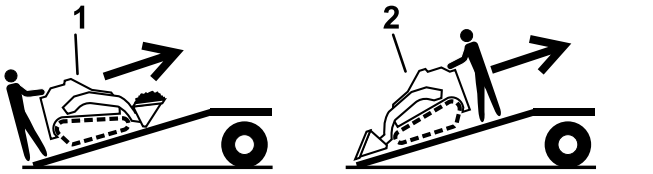

Rysunek 20
5. Załadunek maszyny na przyczepę wykonuj tak, aby cięższa jej strona była po wyższej stronie pochylni, ładunek przewoź nisko (Rysunek 20).